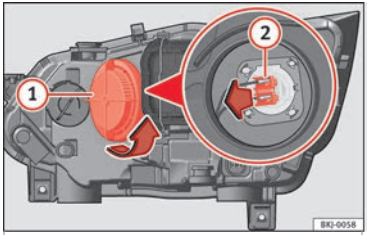

Fig. 95 In the engine compartment: main beam headlight bulb.
– Turn cover (1) anti-clockwise and take it out ››› **Fig. 95**.
– Remove lamp connector (2) by pulling outward.
– Install the bulb connector (2).
– Fit cover (1) by turning it clockwise.